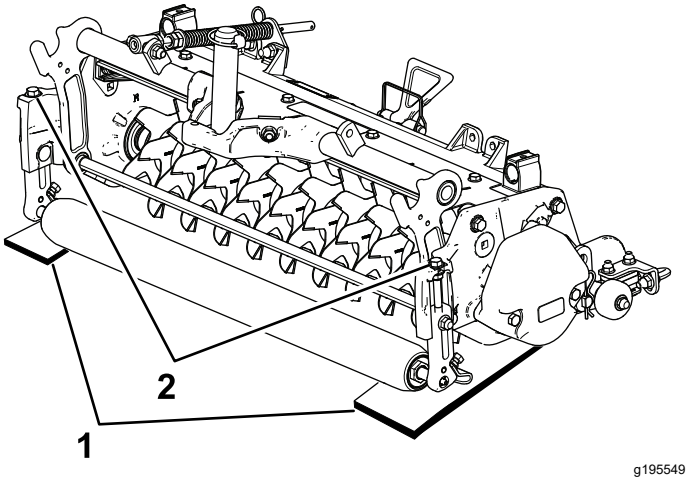

Figura 8
2. Coloque 2 barras indicadoras, que têm profundidade pretendida de penetração da lâmina abaixo do solo, sob os rolos dianteiro e traseiro do cilindro da unidade de corte vertical (em cada extremidade do cilindro) (Figura 8).
3. Rode o parafuso de ajuste em cada suporte da altura de corte (Figura 8) de forma a que as lâminas da unidade de corte vertical entrem em contacto com a superfície nivelada em ambas as extremidades.